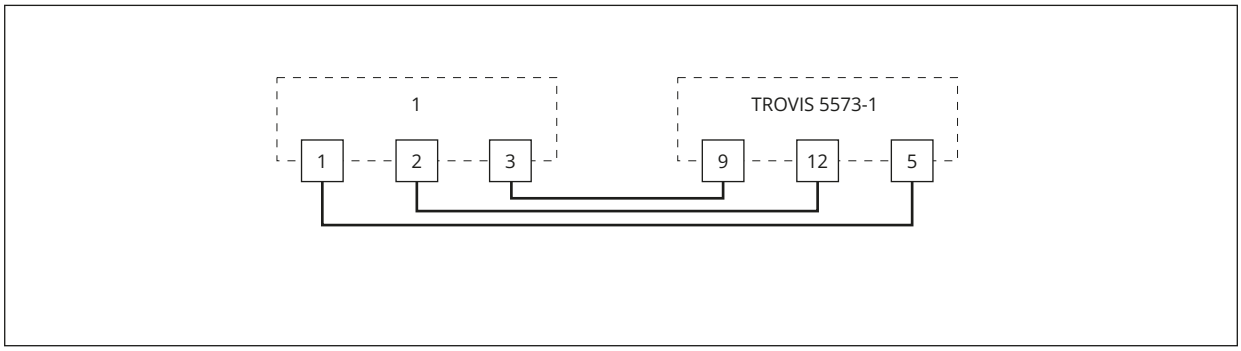
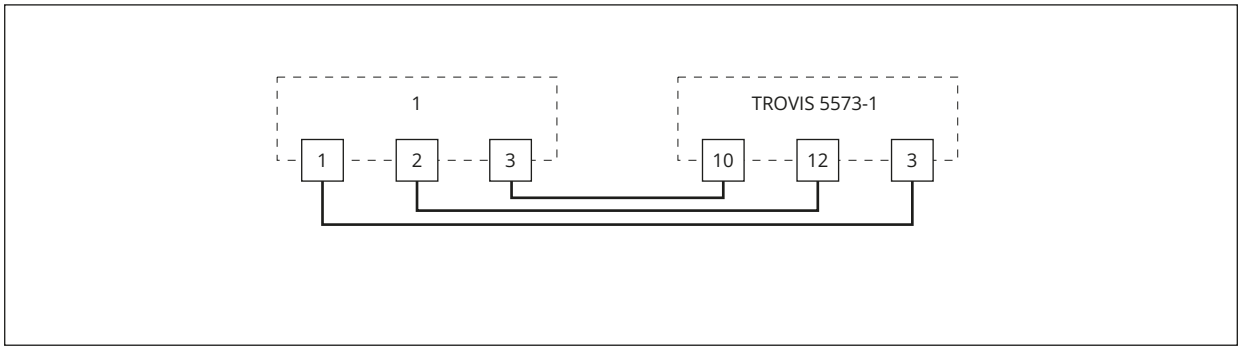

Fig. 6: *Wiring of a room panel for RK1*
Fig. 7: *Wiring of a room panel for RK2*
- ⇨ Connect as shown in Fig. 6 and Fig. 7.